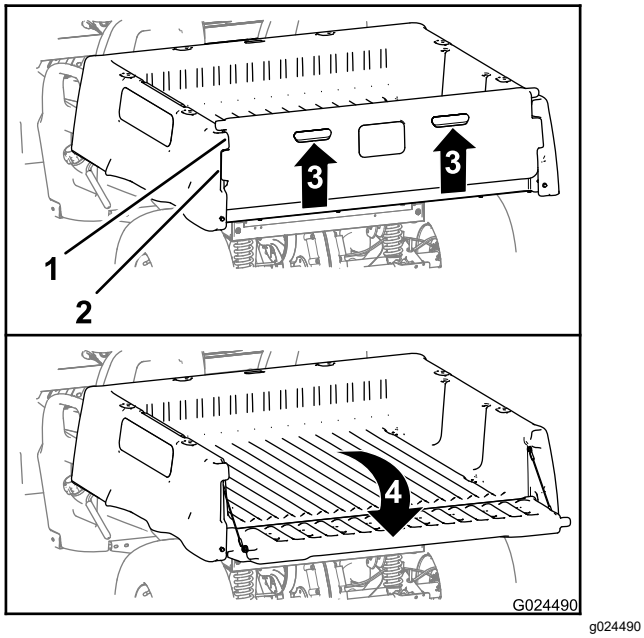

Figura 16
2. Eleve nos locais indicados no painel traseiro da porta traseira (Figura 16).
3. Alinhe as flanges de bloqueio da porta traseira com as aberturas entre as flanges da porta traseira da plataforma de carga (Figura 16).
4. Rode a porta traseira para trás e para baixo (Figura 16).
6. Rode a porta traseira para cima e para a frente até as flanges de bloqueio estarem justas ao espaço da porta na plataforma de carga (Figura 16).
7. Desça a porta traseira até ficar assente na parte de trás da plataforma de carga (Figura 16).